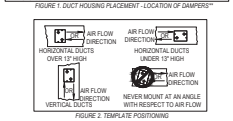

FIGURE 2. TEMPLATE POSITIONING
1. TAPE THE TEMPLATE (SUPPLIED) ON THE DUCT SURFACE. DO NOT POSITION THE TEMPLATE WITH EDGES ANGLED WITH RESPECT TO AIR FLOW DIRECTION. SEE FIGURE 2.